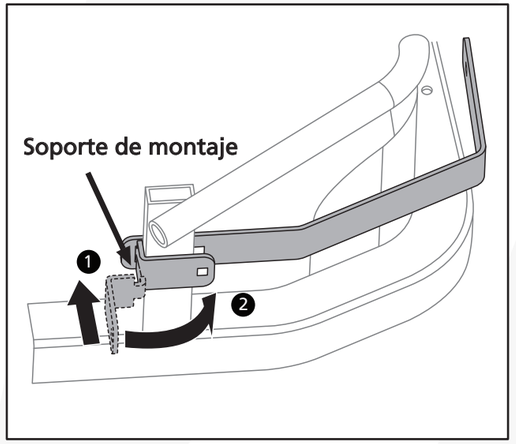
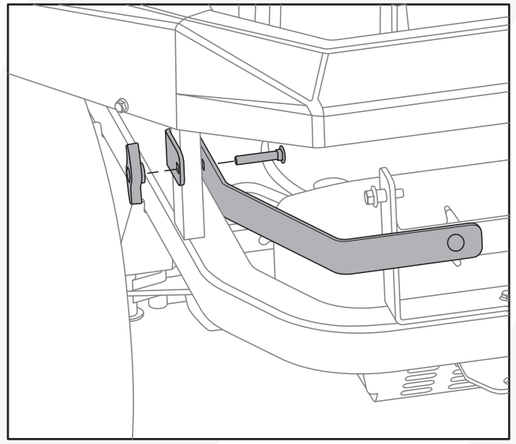

Fig. 4
Fig. 5
3.Inserte los soportes de montaje en los orificios situados a ambos lados del soporte inferior del recogedor de hierba. Fije el soporte inferior del recogedor a la podadora utilizando los tornillos (M8 x 45) y las tuercas de mariposa. (Fig. 4 y Fig. 5)